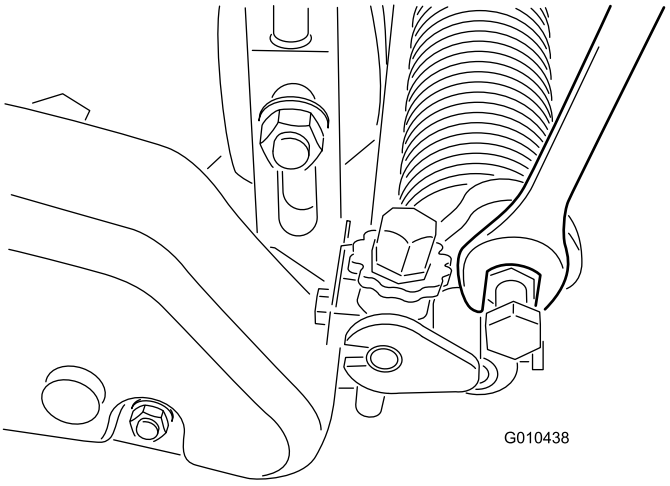

Figur 24
B. Roter armene opp eller ned til A- eller B-stillingen Figur 24).